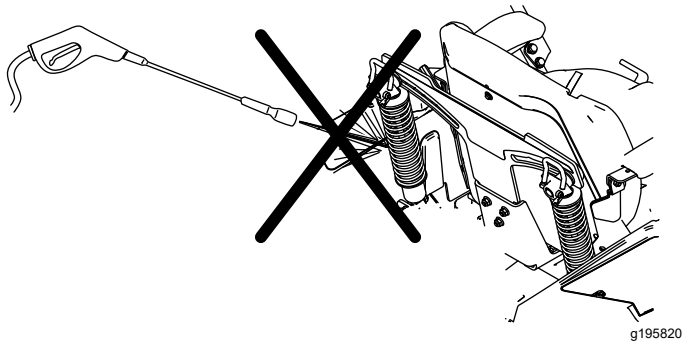

**Figuur 87**
**Opmerking:** Maak de schokdempers niet schoon met water onder druk (Figuur 87).